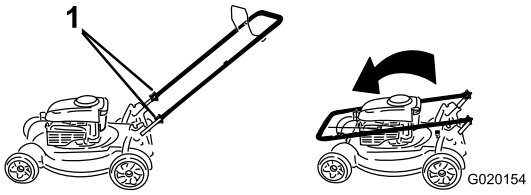

Figura 20
1. Afloje los pomos del manillar hasta que pueda mover el manillar libremente (Figura 20).
1. Pomo del manillar (2)
2. Mueva del manillar hacia adelante según se indica en Figura 20.